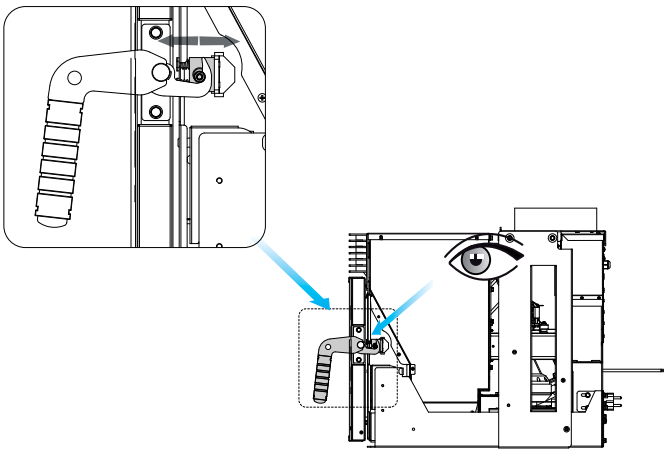

Abb. 7.20
N) Verificar el buen funcionamiento del mecanismo de bloqueo de la puerta, tal y como muestra la fig. 7.20.